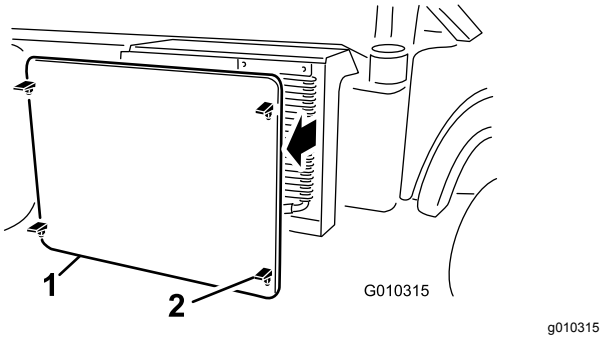

Figur 50
5. Løsn og fjern kølergitteret foran på køleren (Figur 50).